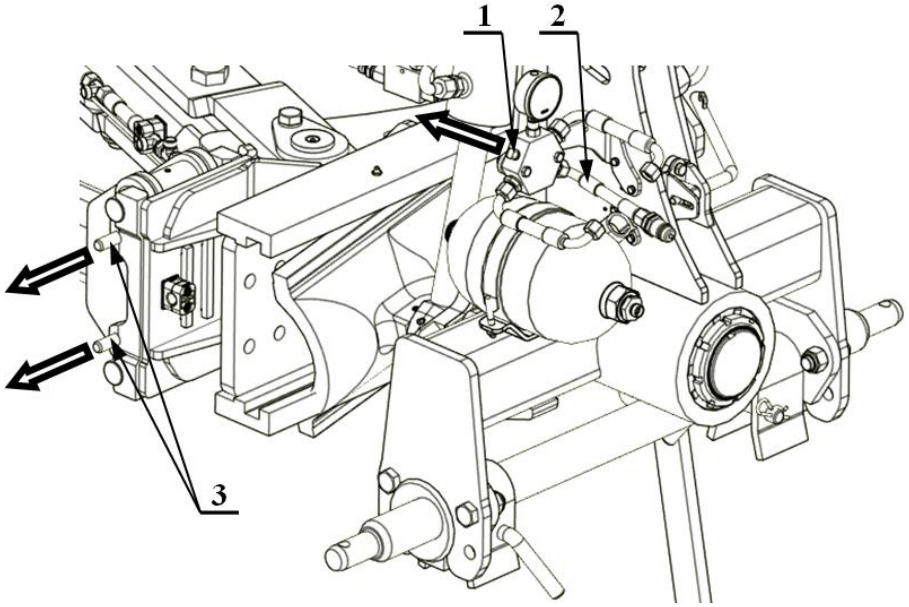

Rysunek: 14
a/. Napełnienie zbiornika do odpowiedniego ciśnienia roboczego(70 bar÷120 bar) oraz odpowietrzenie układu (*Rys. 14*)
- wyjąć sworznie **3** zabezpieczające z każdej grządzieli i zachować - będą potrzebne do późniejszych prac(*Rys. 14*),
- w celu odpowietrzenia układu hydraulicznego należy unieść pług nad ziemię, przy otwartym bloku zaworowym kilka razy opróżnić i napełnić olejem w/w układ (do całkowitego opadnięcia korpusów). Pamiętaj o dokręceniu śruby **1 (***Rys. 14***)**.